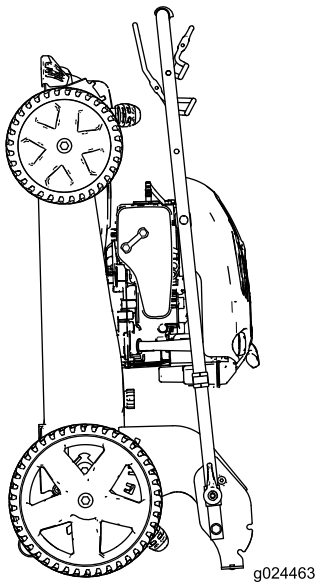

Figur 19
6. Lyft den främre delen av maskinen i handtaget och flytta den till förvaringsutrymmet (Figur 19).